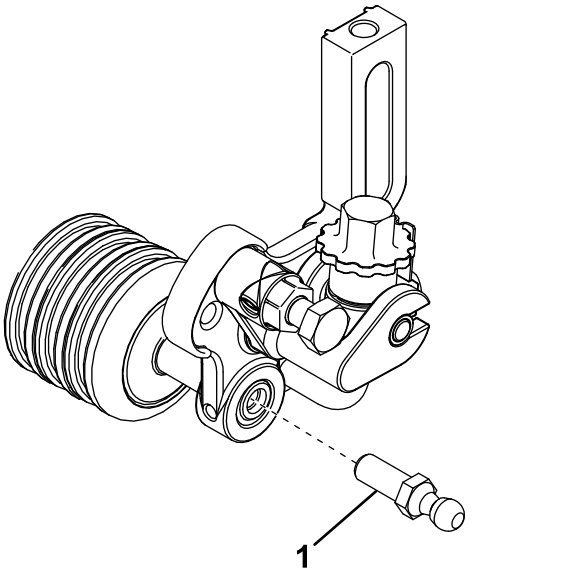

Figura 6
10. Inserite una vite a sfera in ciascuna estremità dei rulli anteriori del groomer (Figura 6).